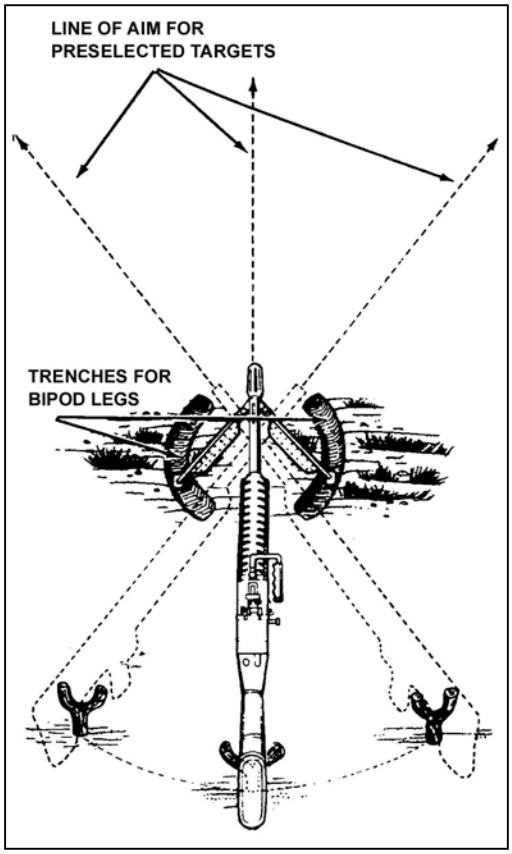

Figure 5-24. Notched-stake or tree-crotch technique.
(2) *Notched-Stake or Tree-Crotch Technique*. The gunner uses the notched-stake or tree-crotch technique (Figure 5-24, page 5-22) with the bipod mount to engage